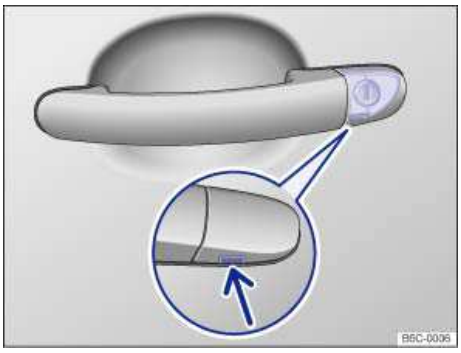

Fig. 155 Door handle on driver door: Concealed lock cylinder.
- If the vehicle has a concealed lock cylinder, insert the key bit from below into the opening of the cover cap on the driver door ⇒ fig. 155 (arrow) and lift the cover cap off. Grasping the door handle and pulling slightly makes it easier to remove the cap.